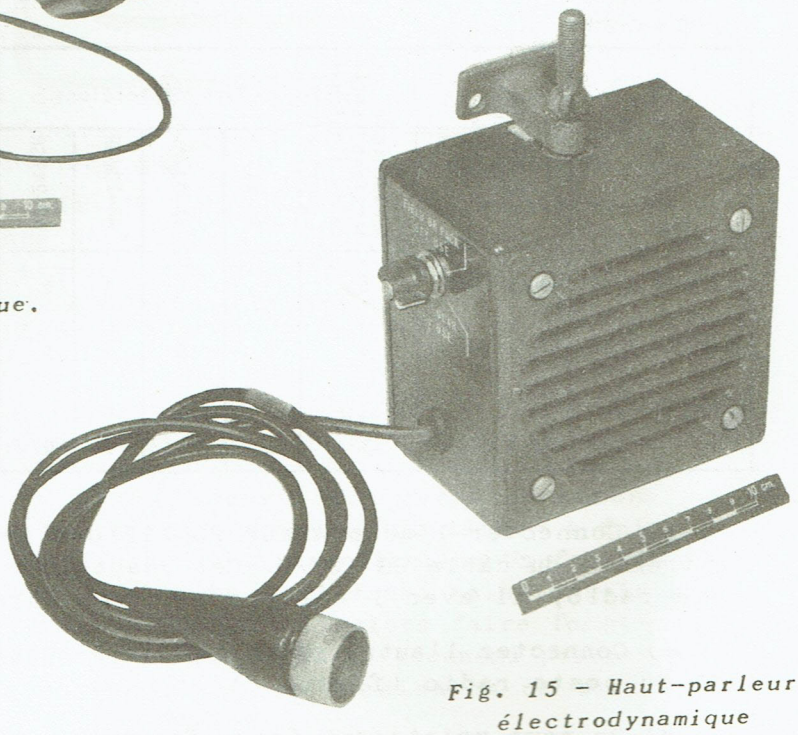

Fig. 15 - Haut-parleur électrodynamique LS-166/U
3) Haut-parleur électrodynamique LS-166/U (figure 15). Régler le commutateur du haut-parleur sur "Vehicular Set".